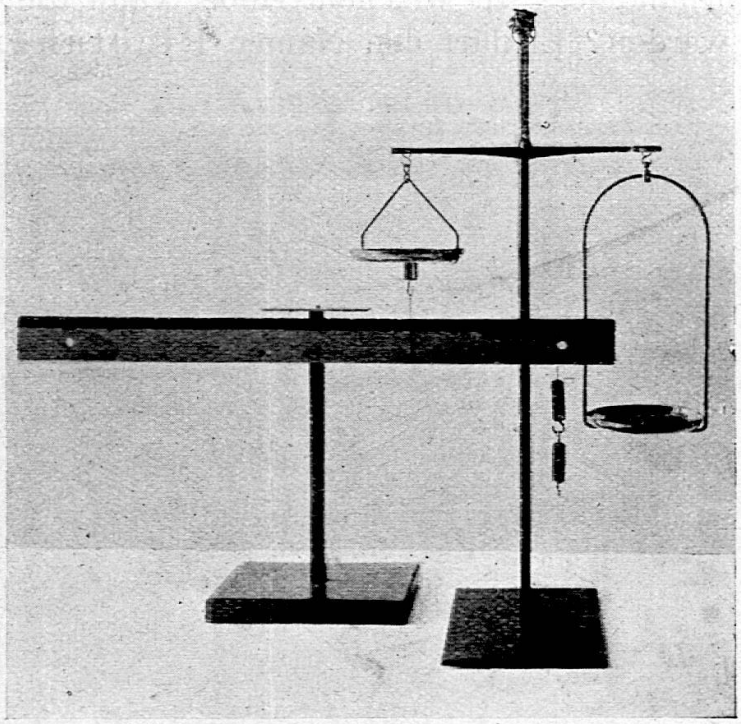

Fig. 6.
2. Hängt mit einer Schleife aus Faden den Hebel auch an andern Stellen an die Wage (siehe Fig. 6), so dass der Lastarm grösser gemacht werden kann als der Kraftarm. Bestimmt aus folgenden Angaben den Lastarm: